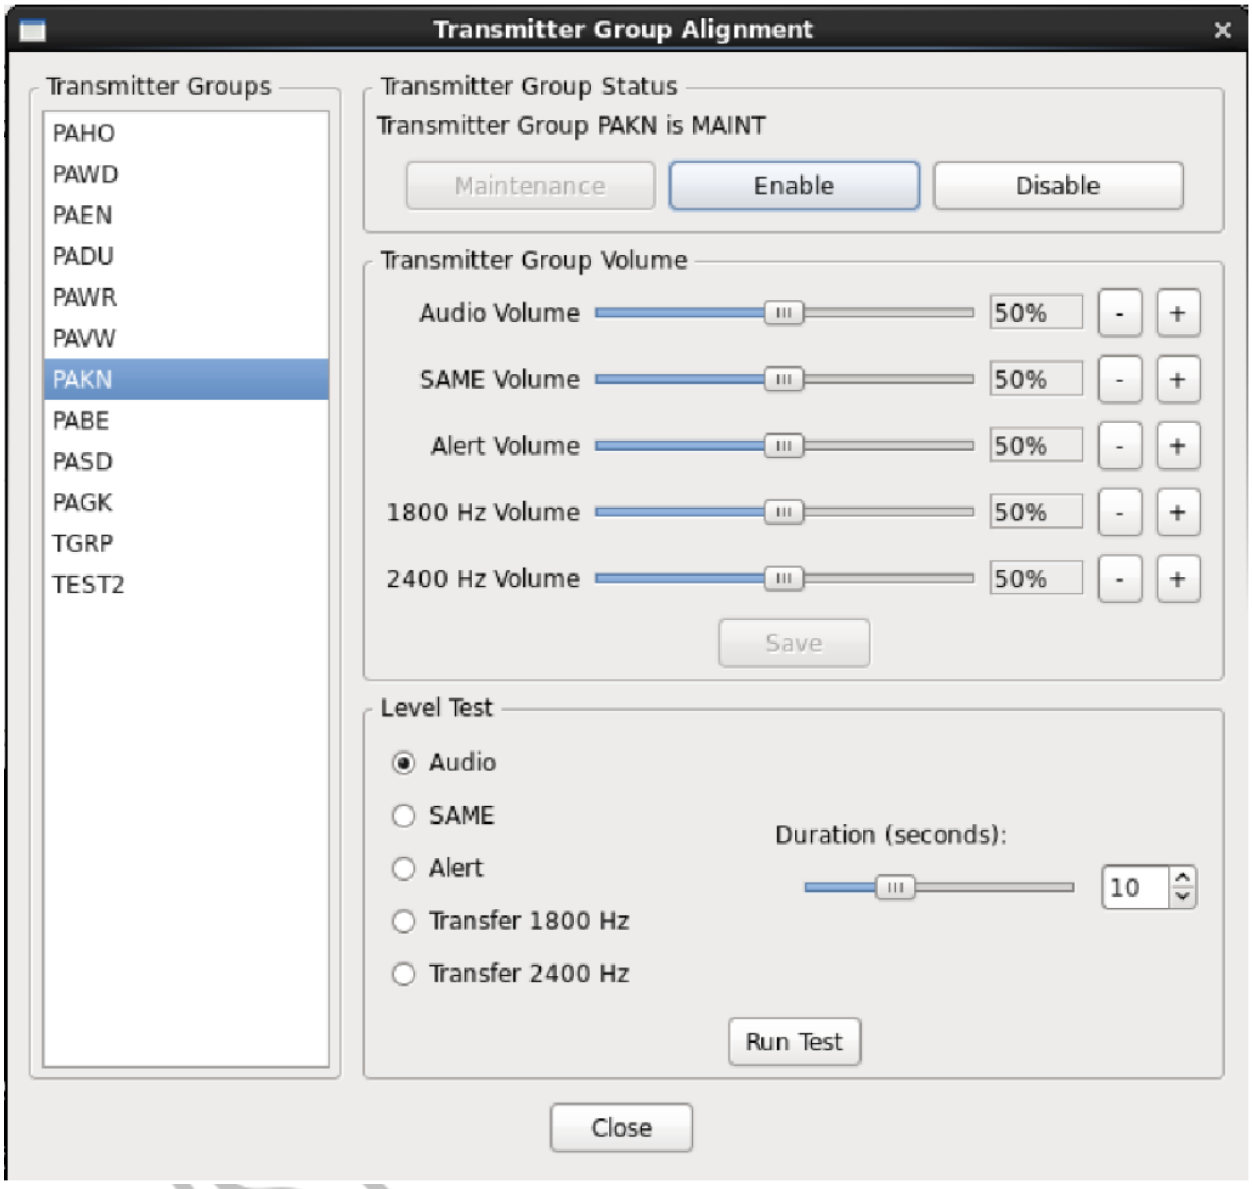

Figure A-17: Transmitter Group Alignment Window Active Status
3. Click the **Maintenance** button to take the selected transmitter offline in BMH and place the transmitter into Maintenance mode. The bottom part of the *Transmitter Alignment* window then activates (see Figure A-17).